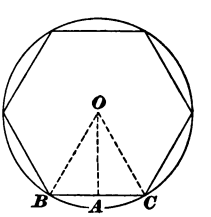

FIG. 36.
EXAMPLE.—In Fig. 36 the side BC of the regular hexagon is 12 inches and the distance AO is 10.4 inches; required the area of the polygon.
82. To find the area of a sector (a **sector** of a circle is the area included between two radii and the circumference, as, for example, the area $BACO$, Fig. 36):